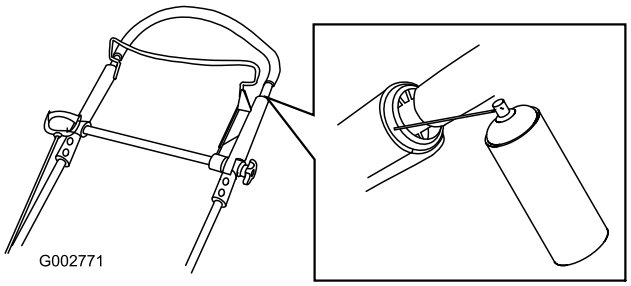

Bild 33
1. Sprühen Sie die äußeren Kunststoffenden des inneren Bügels ein (Bild 33).